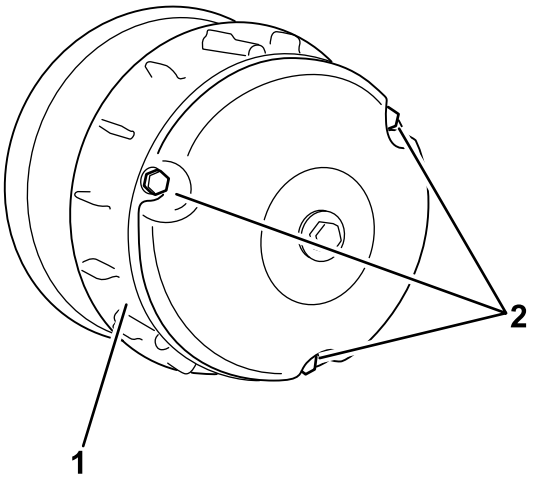

Figur 69
2. Afmonter de 3 bolte, der fastgør dækslet til koblingen, og afmonter dækslet (Figur 69).
4. Monter koblingens dæksel, og fastgør det med de 3 bolte (Figur 69), du fjernede i 2.